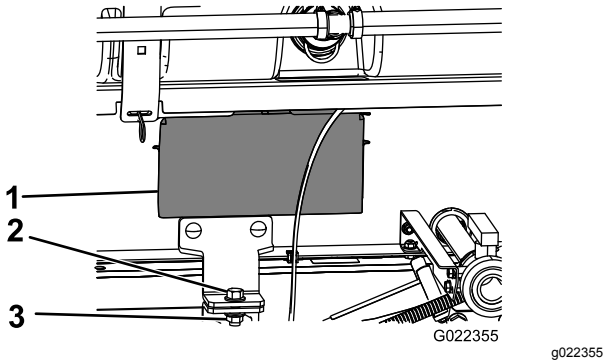

Figuur 36
5. Verwijder de inspectieluiken aan weerszijden van het tankframe (Figuur 36).
8. Maak de bevestigingsbeugel van het tankframe aan beide kanten van de machine vast aan de laadbakbeugel op het frame; gebruik hierbij een bout (½" x 1½") en een borgmoer (½") zoals wordt getoond in Figuur 36.